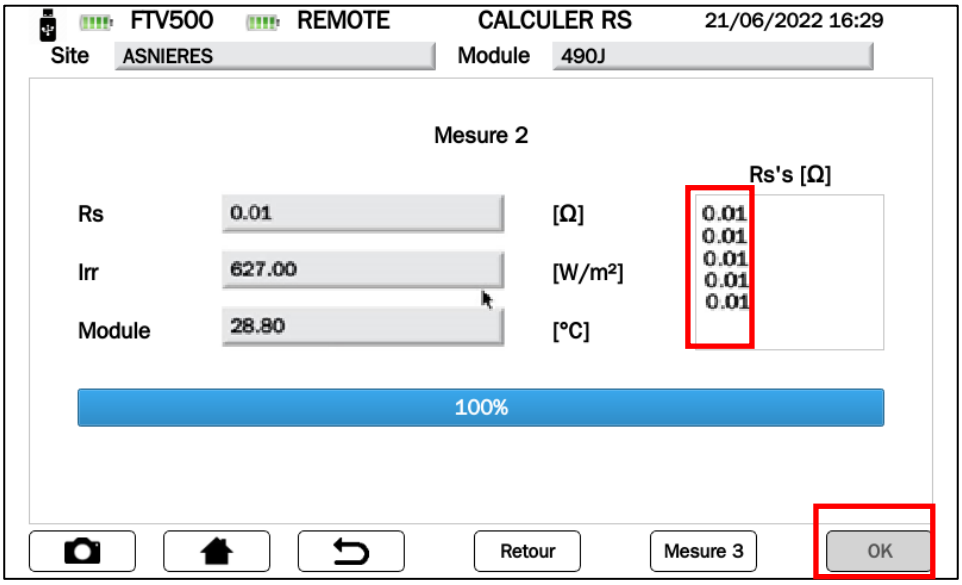

Figure 14.7.3-19 Mesure RS "x"
- NOTE : à partir de la mesure 2, et uniquement si le résultat est affiché en "Ω" dans la case "Rs", la touche OK sera activée (voir Figure 14.7.3-19), qui, si elle est enfoncée, effectuera automatiquement le " Courbe" essai IV "